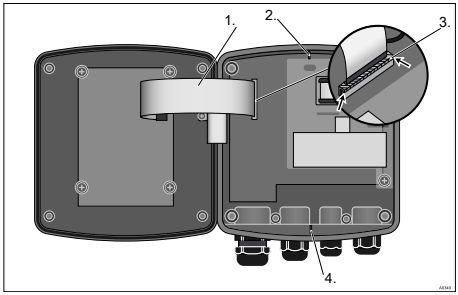

Fig. 36: Détacher le câble plat
La fiche du câble plat est brasée de manière fixe sur la platine. Elle ne peut pas être démontée. Pour détacher le câble plat, le dispositif de verrouillage (3) de la fiche doit être débloqué, voir Voir la Fig. 36